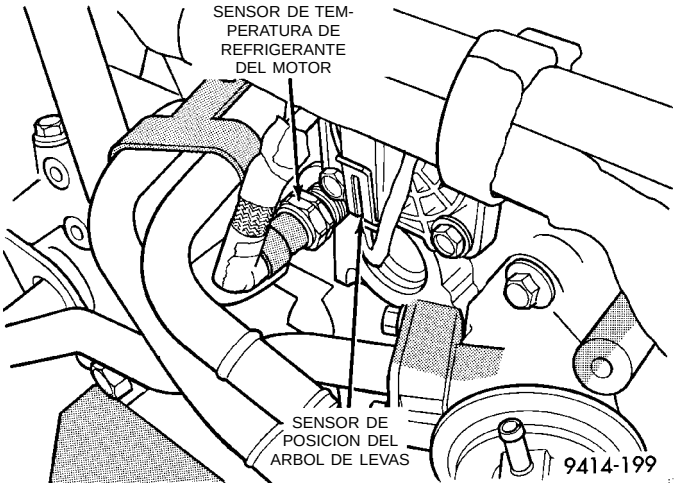

Fig. 42 Sensor de posición del árbol de levas y sensor de temperatura del refrigerante del motor
(15) Verifique las conexiones eléctricas del sensor de posición del árbol de leva del sensor de temperatura de refrigerante del motor (Fig. 42).